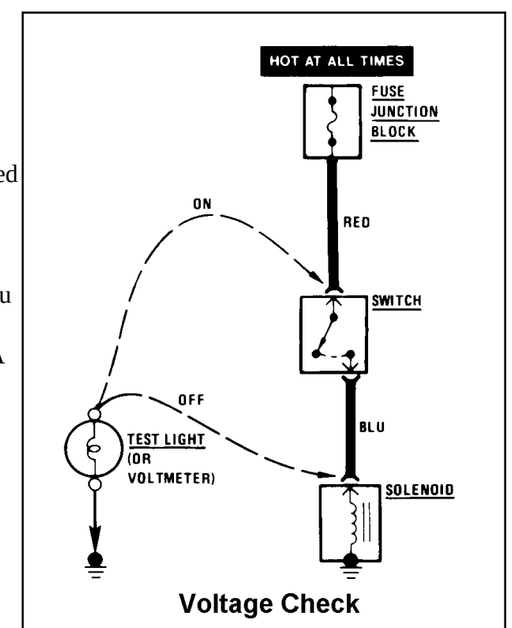

Figure 6
3. If the test light glows, there is voltage present. If you are using a voltmeter, note the voltage reading. It should be within one of measured battery voltage. A loss of more than one volt indicates a problem. See **Figure 6.**